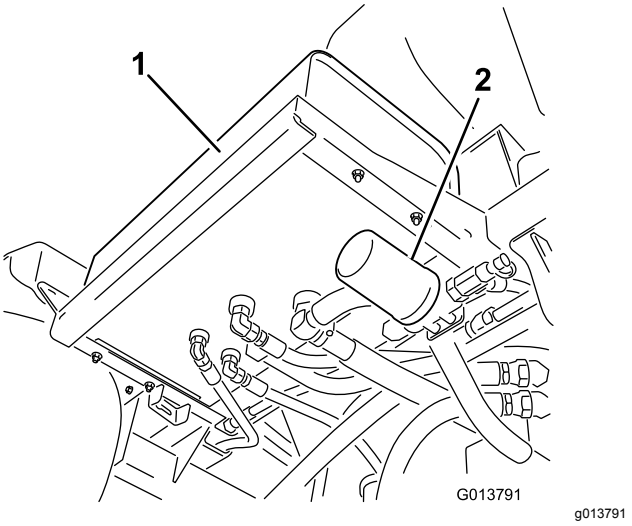
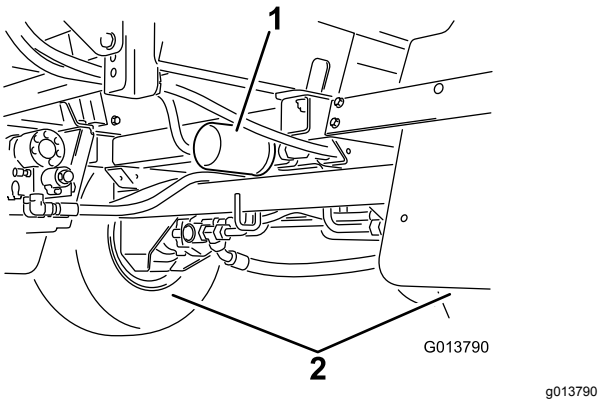

Figur 91
Figur 92
2. Finn de to hydrauliske filtrene på maskinen (Figur 91 og Figur 92).